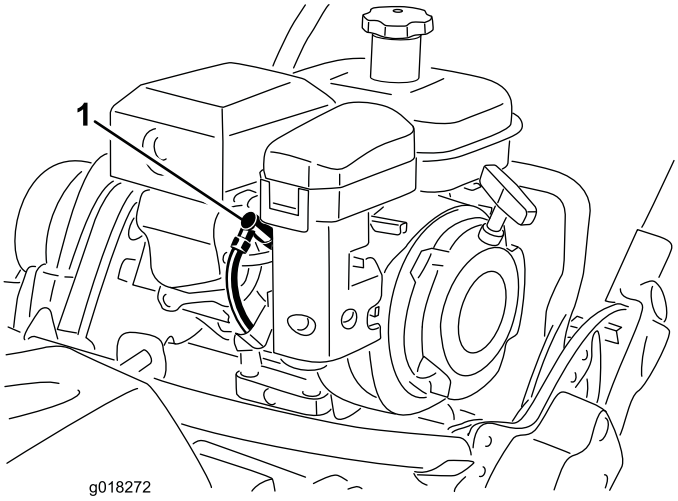

Figur 34
1. Tag den støbte tændrørsledning af tændrøret (Figur 34).